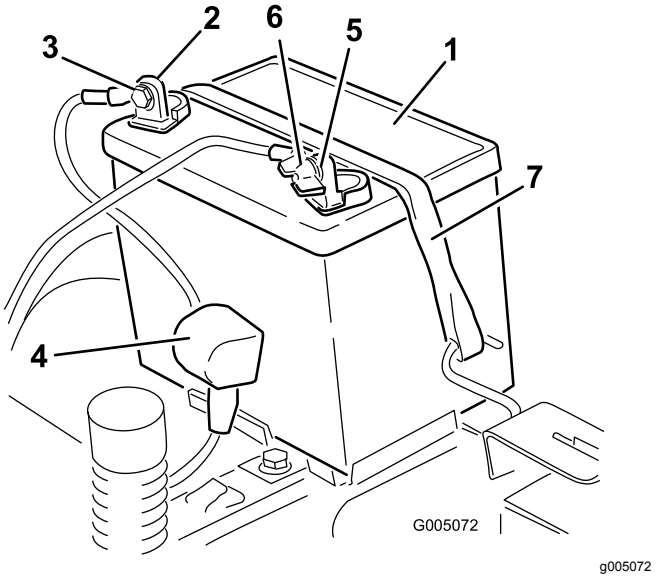

Figur 46
4. Lossa den jordade minuskabeln (svart) från batteripolen (Figur 46).
6. Lossa pluskabeln (röd) från batteripolen (Figur 46).
7. Ta bort batteriets låsfäste (Figur 46) och lyft ut batteriet ur batterilådan.
1. Placera batteriet i lådan (Figur 46).
5. Fäst batteriet med låsfästet (Figur 46).